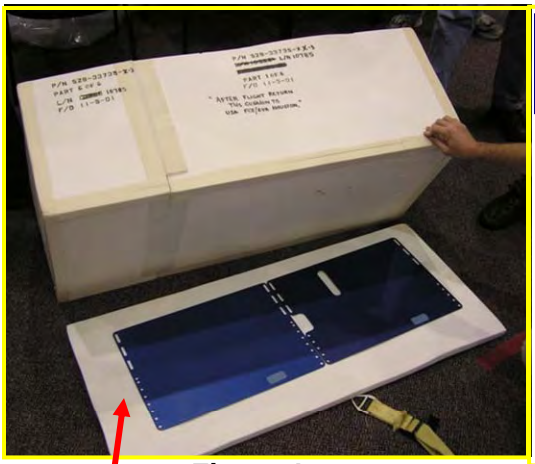

Figure 1
Step 3: Center and tape the blue panel covers from window shade bag to the IELK foam lid per Figure 1.